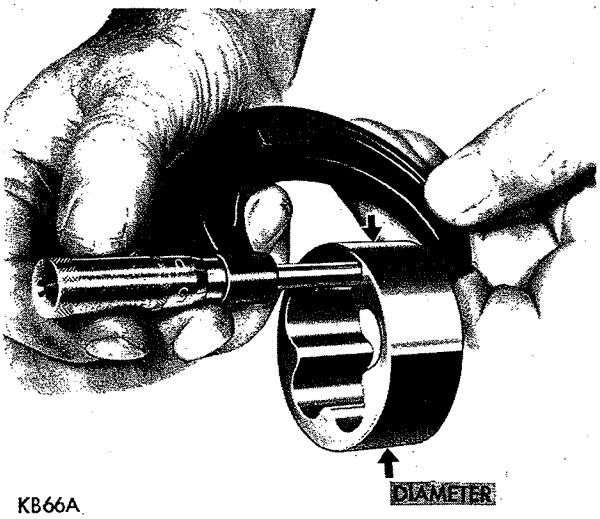

*Fig. 57—Measuring Outer Rotor Thickness*
(3) If outer rotor length measures less than .943 inch (Fig. 57) and diameter less than 2.469 inches, replace outer rotor.